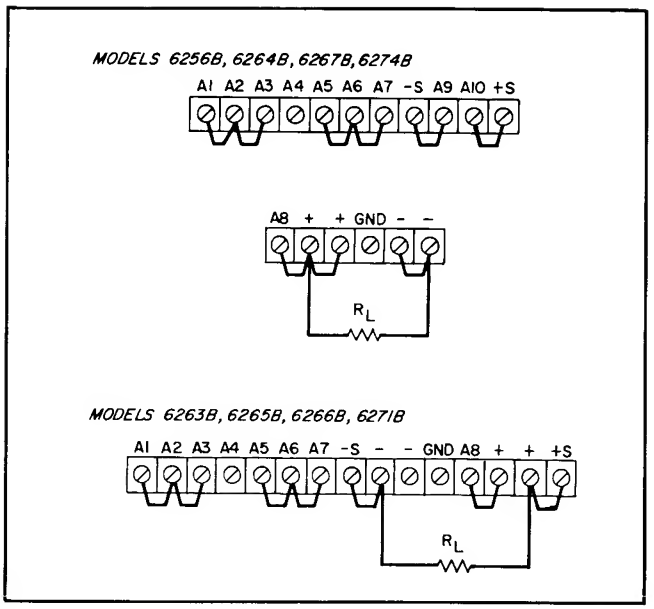
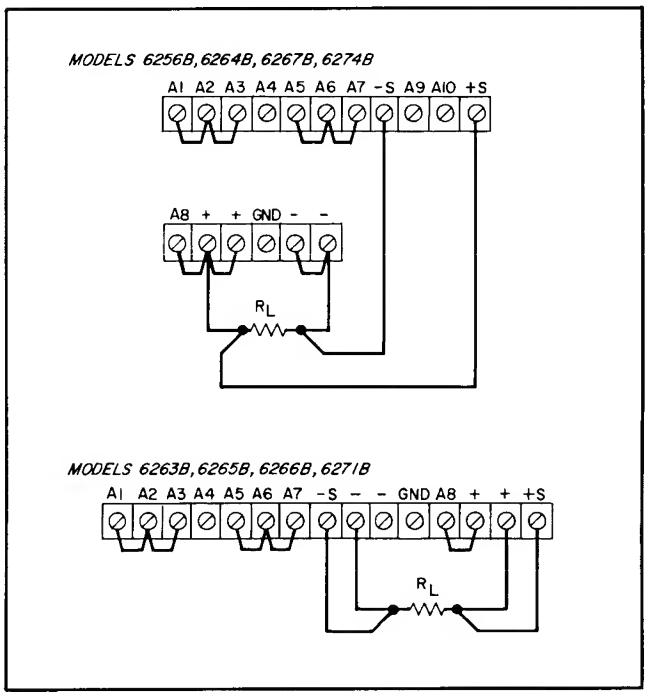

Figure 3-2. Normal Strapping Patterns
Figure 3-3. Remote Sensing
a. Turn CURRENT controls ⑦ and OVERVOLTAGE ADJUST potentiometer ⑤ fully clockwise and check that rear panel straps are connected as shown in Figure 3-2, but do not connect load R_L.
terminals (see Figure 3-2), and turn it back on.
3-7 This power supply was shipped with the proper rear panel strapping connections made for constant-voltage/constant-current operation with local sensing and local programming. This strapping pattern is illustrated in Figure 3-2. By means of the front panel voltage and current controls, the operator selects either a constant-voltage or a constant-current output. Whether the supply functions in the constant-voltage or the constant-current mode depends on the settings of the voltage and current controls and on the resistance of the output load. For values of load resistance greater than a critical crossover value equal to the voltage setting divided by the current setting, the supply operates in the constant-voltage mode. With a load resistance smaller than this critical value, it operates in the constant-current mode. The transition occurs automatically; no switches need to be operated or connections changed.
3-26 Because of the unavoidable voltage drop developed in the load leads, the normal strapping pattern shown in Figure 3-2 will not provide the best possible voltage regulation at the load. If, for example, one were to use 8-gauge wire to connect a load that is located only 5 feet from a Model 6256B 10V 20A supply, the regulation measured at the load would be about 120 millivolts as compared to the 1.2 millivolt regulation that could be measured at the supply's output terminals. Thus even relatively short load leads can cause a considerable degradation of the supply's performance. The remote sensing connections shown in Figure 3-3 improve the voltage regulation at the load by monitoring the voltage there instead of at the supply's output terminals. (The advantages of remote sensing apply only during constant voltage operation. This is because in the constant current mode the resistance of the load leads has no adverse effect on a supply's performance.)
3-27 As can be seen in Figure 3-3, remote sensing involves removing the (+S) and (−S) jumpers from the rear panel terminals, connecting the load leads normally, and using a separate pair of wires to connect the (+S) and (−S) sensing terminals to the load. The following paragraphs discuss some precautions that should be observed when making a remote sensing installation.
The (+S) jumper is the one that links the (+S) terminal to the (+OUT) or (A10) terminal when the supply's terminals are strapped for normal operation as shown in Figure 3-2. The (−S) jumper is the one that links the (−S) terminal to the (−OUT) or (A9) terminal.